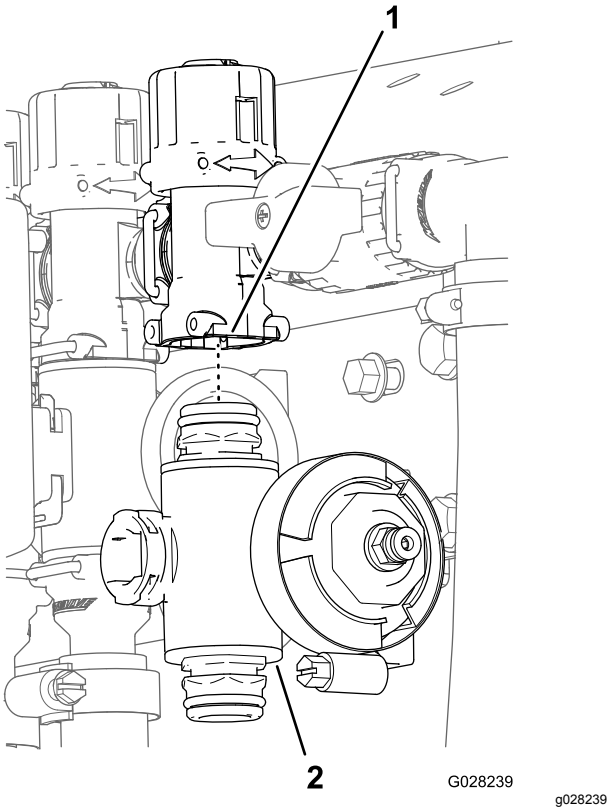

Figur 121
3. For venstre eller højre bomsektionsventiler skal flangehovedboltene og flangelåsemøtrikkerne, der fastgør sektionsventilen/erne til ventilbeslaget, afmonteres, og ventilmanifolden/erne skal afmonteres fra maskinen. For den midterste sektionsventil skal sektionsventilmanifolden afmonteres fra maskinen (Figur 121).